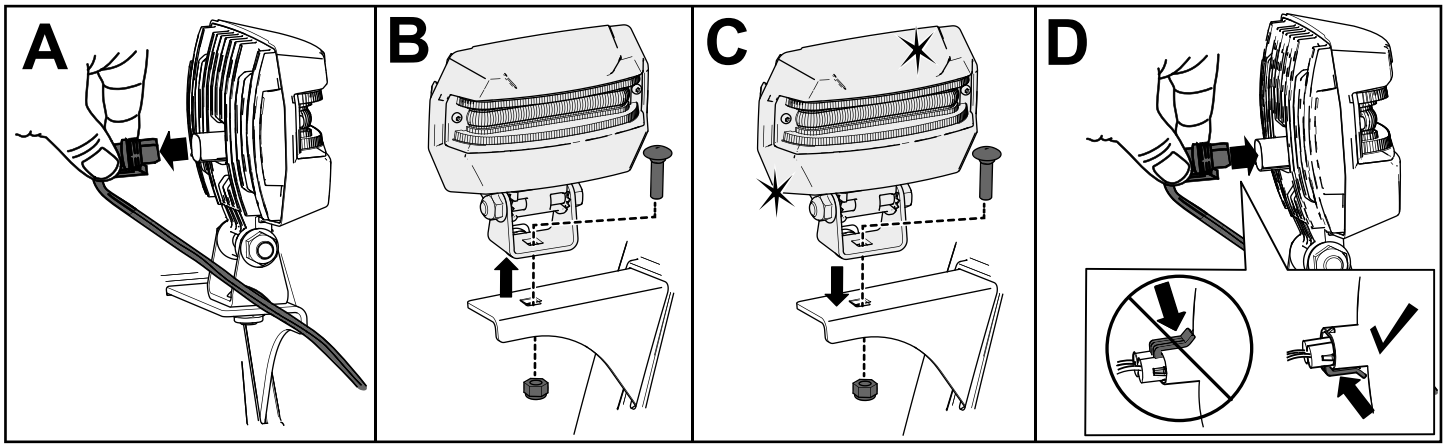

Figure 40
1. Débranchez le câble à l'arrière du phare (encadré A de la Figure 40).
2. Retirez le boulon et l'écrou qui fixent le phare sur son support, puis déposez le phare (encadré B de la Figure 40).
3. Fixez le nouveau phare sur le support au moyen de l'écrou et du boulon retirés précédemment (encadré C de la Figure 40).
4. Branchez le câble du phare directement à l'arrière du phare en l'enfonçant bien en place (encadré D de la Figure 40).